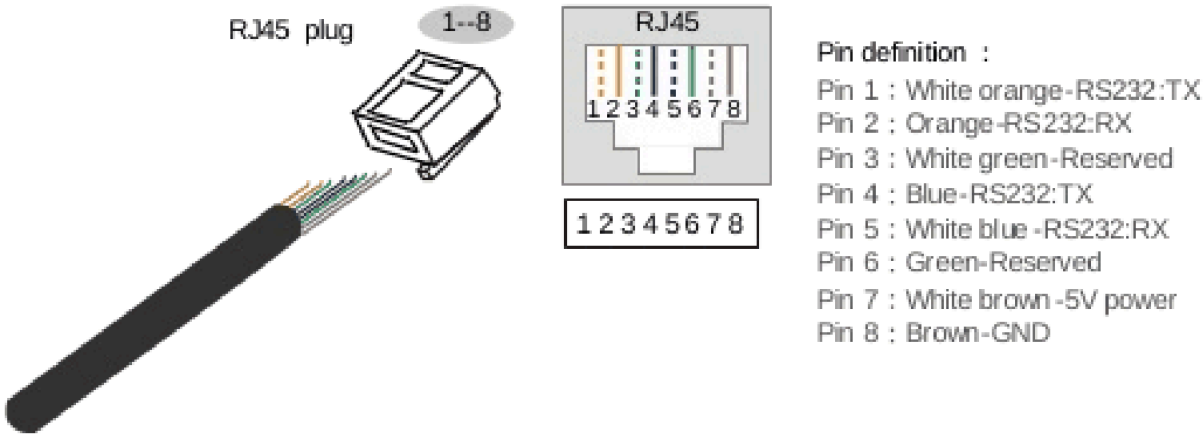

FIGURA 2-14 Piedinatura della porta RS232
1. La porta RS232 serve alla comunicazione RS232 con la scheda SNMP esterna. Ha un connettore RJ45; la piedinatura è mostrata nella Figura 2-14.